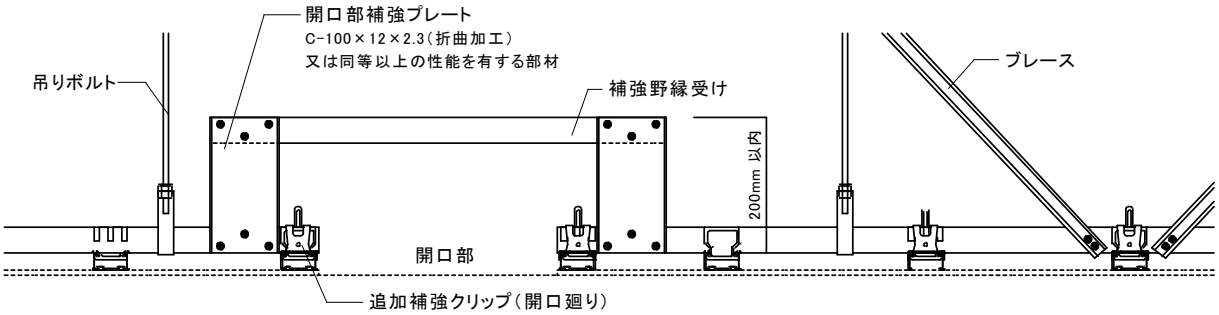

図 2-7-3 (参考例)ブレース材を設置する野縁受けが切断される場合の補強
c)切断された野縁受けの通りにブレースの設置がある場合(図 2-7-3 参照)